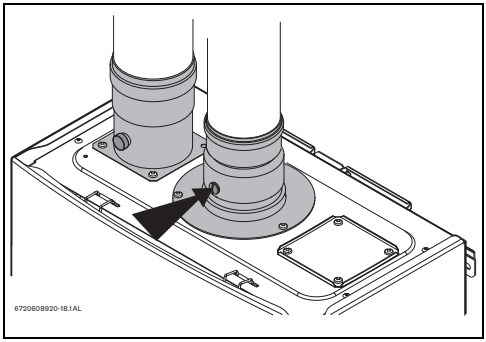

Рис. 42 Отверстие для измерения
- отпустите латунный винт с плоской головкой на манжете дымохода, как показано на Рис. 42 .